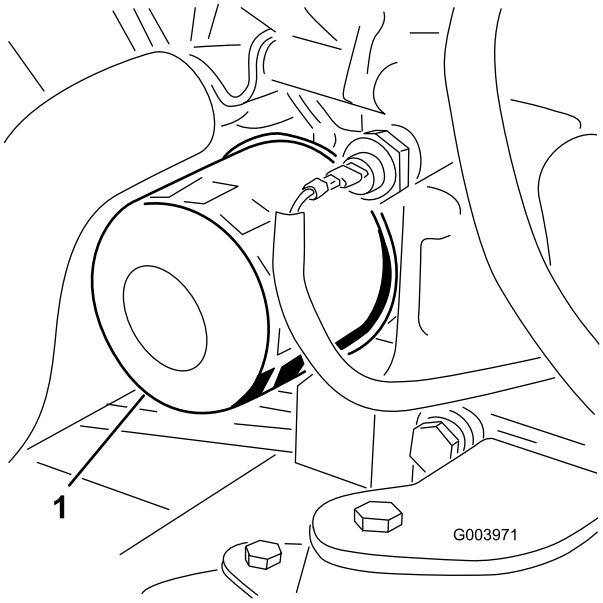

Figur 52
3. Avlägsna oljefiltret (Figur 52).